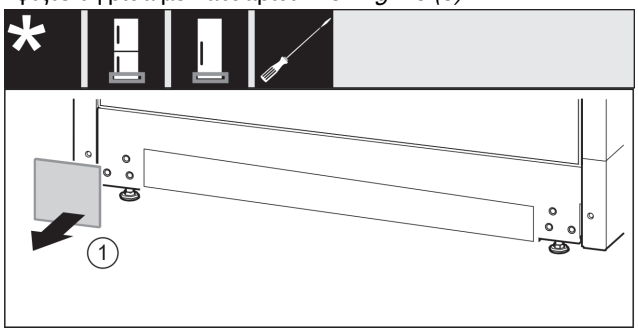

Fig. 24
▶ Αφαιρέστε το κάλυμμα. *Fig. 24 (1)*